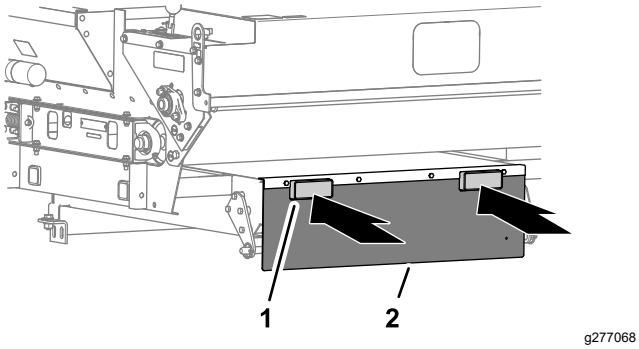

**Figuur 8**
- Als u een hefvork gebruikt om de topdresser op te tillen, breng de vorken dan in langs de hefbuizen (Figuur 8) aan de achterste flap.